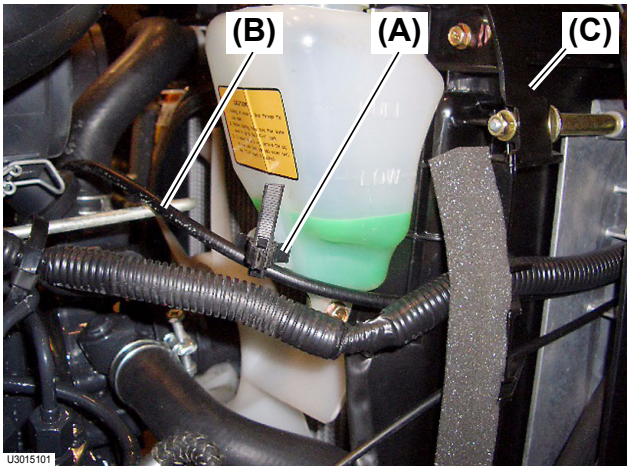

Fig. 5
8. Loosen the adjustable wire clamp **(Fig. 5, (A))**.
9. Remove the wire harness from the column bracket **(Fig. 5, (C))**. The hour meter cable **(Fig. 5, 6, (B))** is located behind the wire harness.